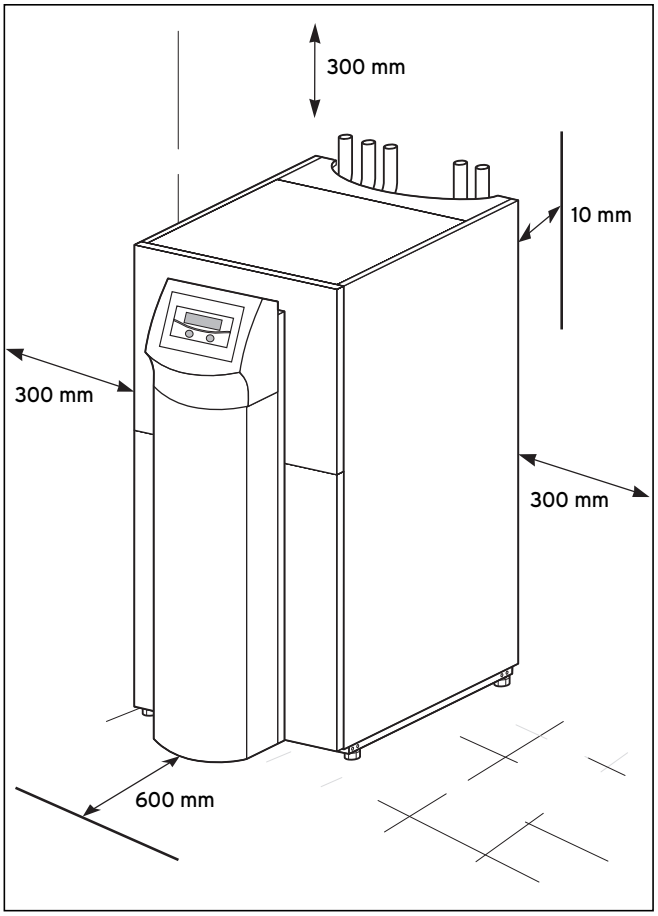

**Afb. 4.2 Minimumafstanden voor plaatsing van de warmtepomp**
- Let bij het plaatsen van de warmtepomp op de minimumafstanden tot de wand (zie afb. 4.2).